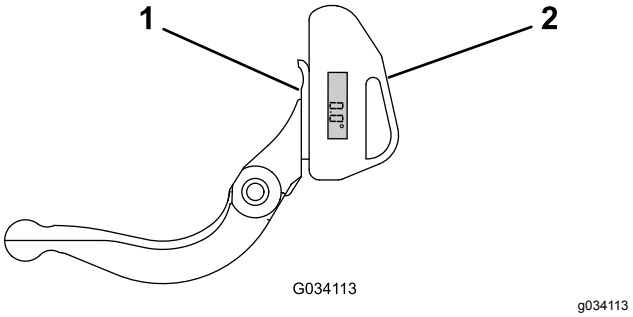

Rysunek 66
1. Umieść wskaźnik nachylenia na dolnej powierzchni noża dolnego w sposób pokazany na Rysunek 66.